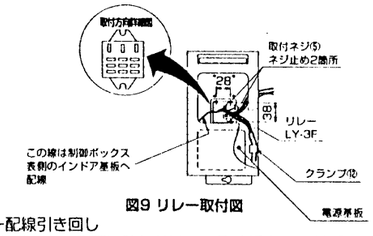

図9 リレー取付図
1) 配線セット⑥に同梱されているリレーを、制御ボックス裏側より取付ネジ⑤にてネジ止め固定してください。(図9参照)
注）図9に示すように、リレーの取付け方向にご注意ください。